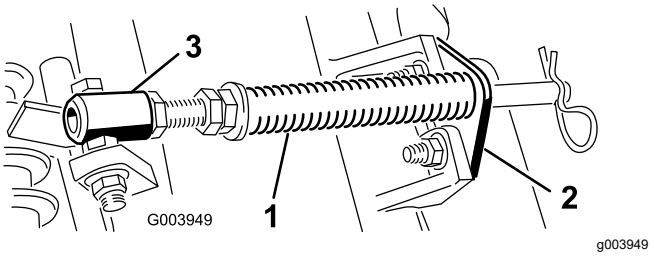

Figuur 4
1. Draai de 2 slotbouten en de moeren los waarmee de stangbeugel is bevestigd aan de lippen op de maai-eenheid (Figuur 4).
2. Verwijder de flensmoer waarmee de bout van de veerbuis is bevestigd aan de lip op het draagframe (Figuur 4) en verwijder het geheel.
Opmerking: Plaats de kop van de bout aan de buitenkant van de lip, zoals wordt getoond in Figuur 4.